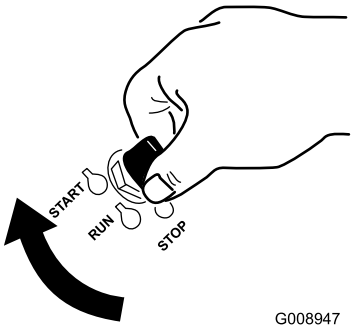

Figur 23
6. Vrid tändningsnyckeln till START-läget (Figur 23).